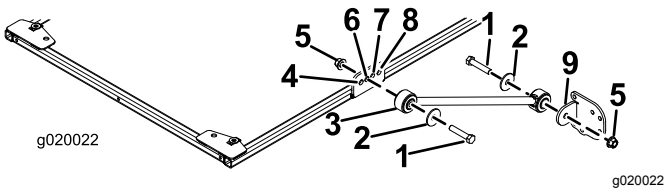

Figura 2
2. Em cada lado da estrutura do toldo, monte sem apertar completamente uma cinta no segundo furo do suporte de cinta usando um parafuso (½ pol. x 2½ pol.), anilha (½ pol.) e porca flangeada (½ pol.), como se mostra na Figura 2.
3. Instale sem apertar completamente um suporte de cinta em cada cinta usando um parafuso (½ pol. x 2½ pol.), anilha (½ pol.) e uma porca flangeada (½ pol.), como se mostra na Figura 2.